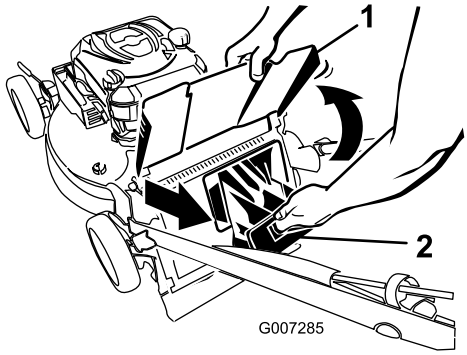

Figur 30
1. Hæv, og hold udkastdeflektoren oppe (Figur 30).
2. Træk bagudblæsningsdækslet af (Figur 30).